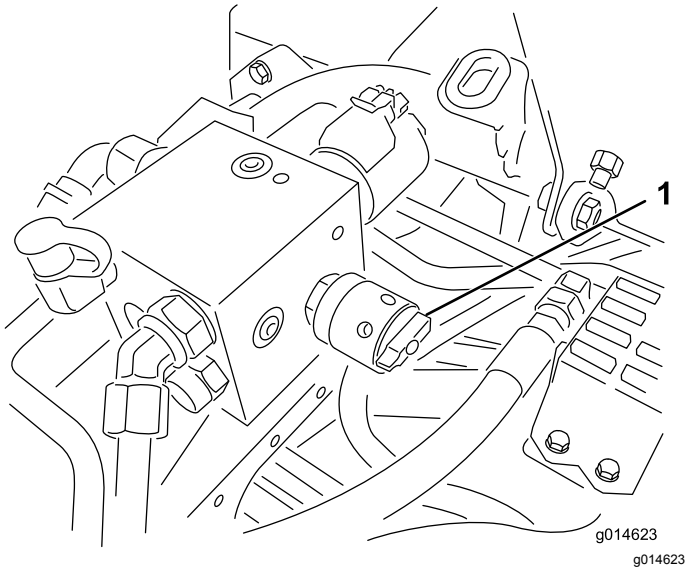

**Figur 51**
4. Justera cylinderhastigheten genom att vrida ratten (Figur 51) tills indikatorpilarna är i linje med den siffra du fastställde i steg 3.